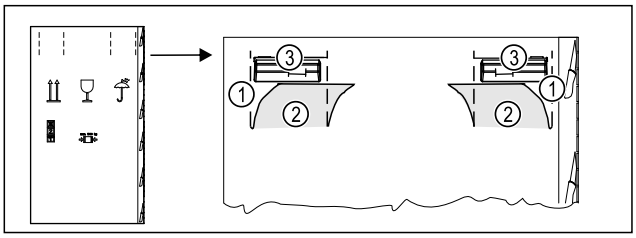

Fig. 5
▶ Verpackungskarton oben an der Perforierung *Fig. 5 (1)* eindrücken.
▶ Eingedrückte Laschen *Fig. 5 (2)* herausziehen.
▷ Tragegriff *Fig. 5 (3)* rechts und links ist sichtbar.
▶ Gerät an den Tragegriffen *Fig. 5 (3)* halten.